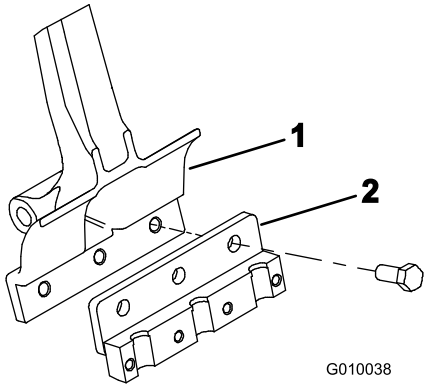

Figura 23
2. Monte um suporte de dente em cada braço de dente com 3 parafusos (1/2 x 1-1/4 pol.) (Figura 23). Aperte os parafusos a 101,6 Nm.